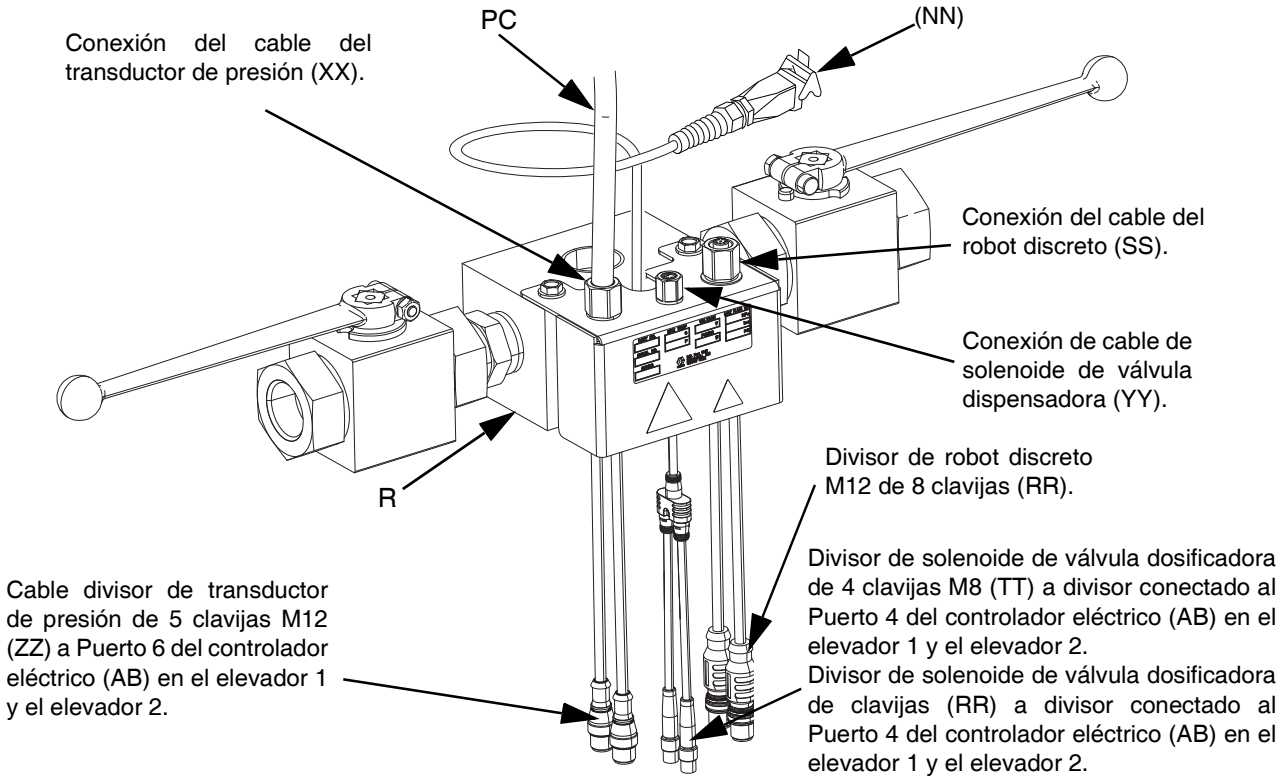

FIG. 22
1. Si utiliza un sistema de suministro con elevador iQ, conecte el cable del transductor de presión (PC) desde la válvula dosificadora (B) al puerto 6 del controlador eléctrico (AB). Consulte el apartado **Conexiones de comunicaciones del controlador eléctrico** de elevadores individuales en la página 16.
a. Conecte el cable del transductor de presión (PC) de la válvula dosificadora (B) al divisor del transductor de presión de la válvula del bloque en tándem. Consulte la FIG. 22.
b. Conecte un extremo macho del cable del divisor del transductor de presión de 5 clavijas M12 (ZZ) en el bloque en tándem (R) al Puerto 6 del controlador eléctrico (AB) del Elevador 1. El segundo extremo macho va al Puerto 6 del Elevador 2. Consulte el apartado **Conexiones de comunicaciones del controlador eléctrico** del **Elevadores en tándem** de la página 17.